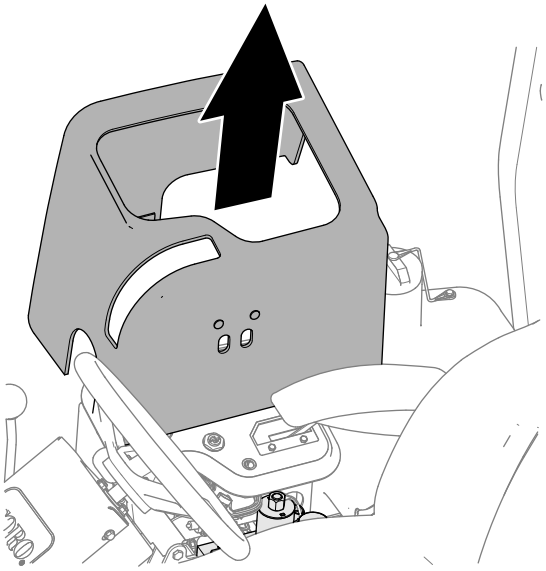

Rysunek 93
3. Podnieś osłonę konsoli montowaną na magnesie (Rysunek 93), aby uzyskać dostęp do zblocza kosiarki.